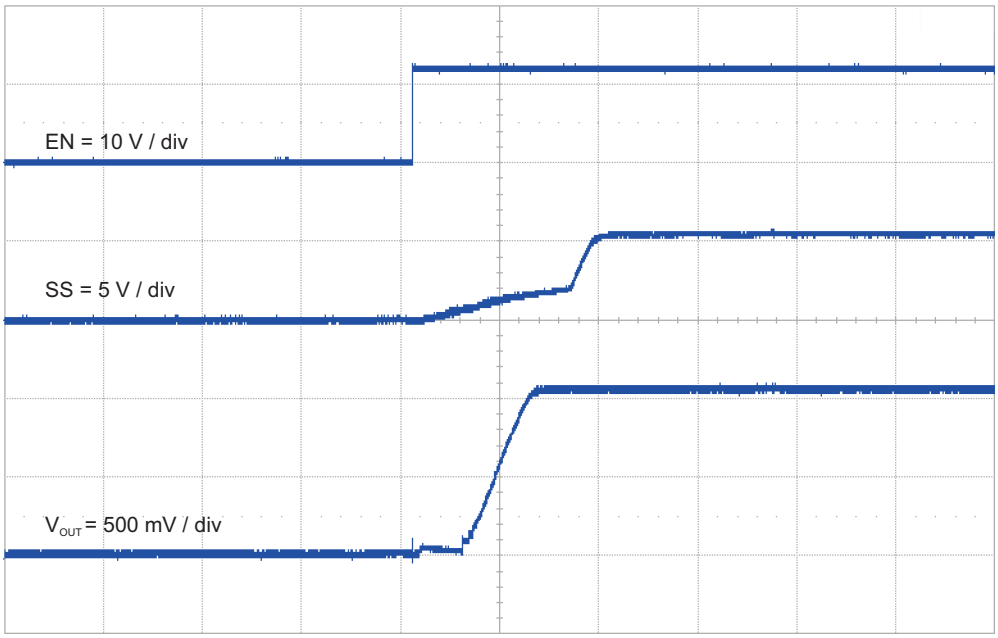

Figure 11. TPS54328EVM-686 Start-Up Relative to EN
The TPS54328EVM-686 start-up waveform relative to enable (EN) is shown in Figure 11.